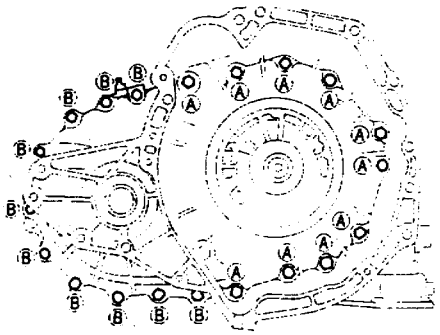

图 9－14－8
(3) 如图 9－14－9 所示，把千分表装到靠近变速器壳体一侧的差速器壳体上，把工具从变矩器壳体插入差速器齿轮。
(4) 上下移动工具进行测量，标准值应为 0.04～0.09mm，选择合适的差速器轴承调整垫片厚度。